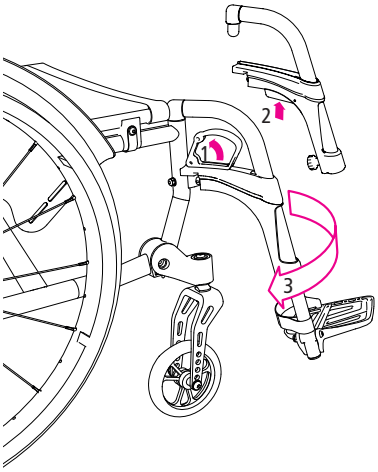

fig. 19
2. Per sbloccare i sostegni per le gambe tirare la leva (1, fig. 19) o azionare il meccanismo di spinta (2, fig. 19).
3. Ora è possibile ruotare verso l'esterno il sostegno per la gamba (3, fig. 19).